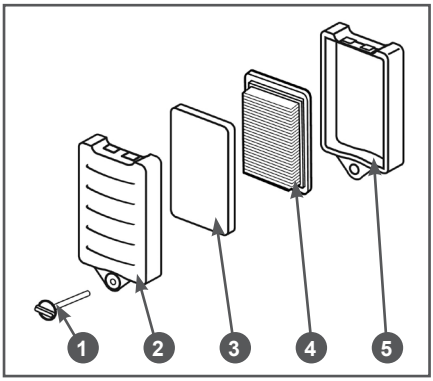

Рис. 9 Установка воздушного фильтра PC5332F
1. Убедитесь, что поролоновый фильтрующий элемент 3 вставлен в крышку 2 воздушного фильтра (Рис. 9).
2. Установите бумажный фильтрующий элемент 4 в опору 5 воздушного фильтра, как показано на Рис. 9.